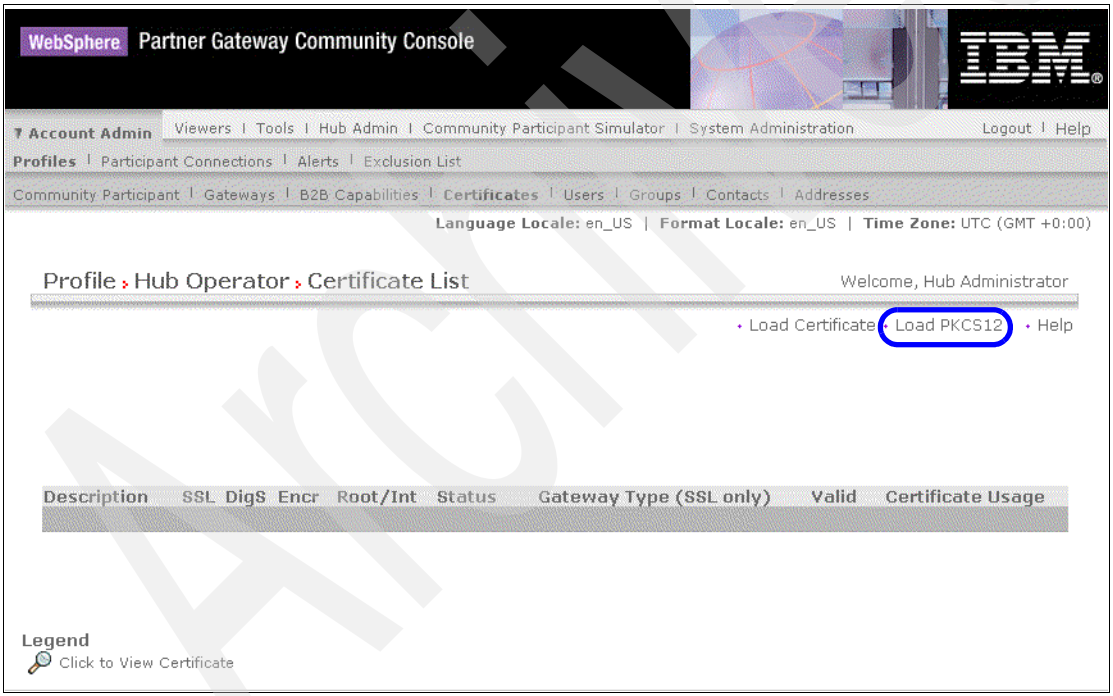

Figure 8-11 List of Certificates
3. Select **Load PKCS12** as shown in Figure 8-11.